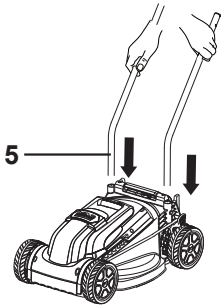
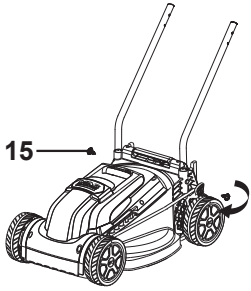

Fig.1
Fig.2
> Insira a barra do manípulo inferior (5) nas ranhuras no revestimento do cortador de relva e certifique-se de que os orifícios quadrados ficam virados para dentro (Fig. 1). Aperte o manípulo utilizando os parafusos (15) (Fig. 2).